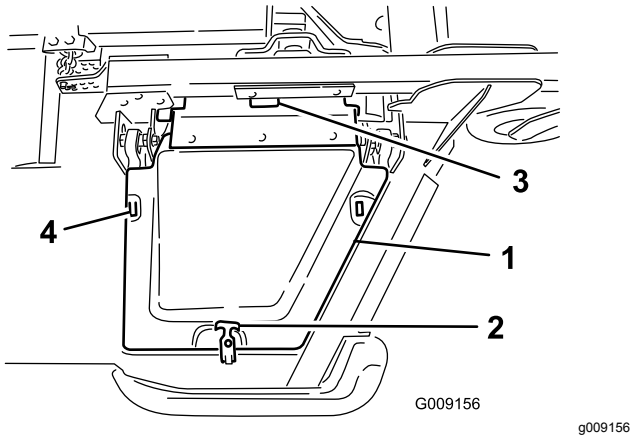

**Figur 6**
8. Monter vingeskjolddækslet, og fastgør det med gummiholderen (Figur 6).